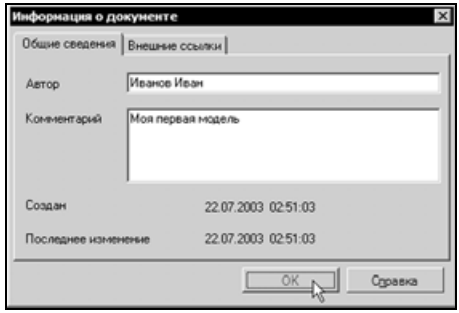

Рис. 2.16
- После этого на экране появится последнее диалоговое окно **Информация о документе** (рис. 2.16). На вкладке **Общие сведения** этого окна располо-